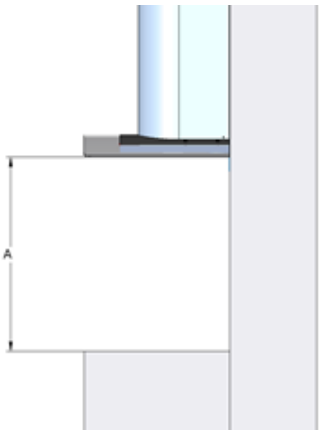

*Рис. 3*
3. Приложите корпус вытяжки к стене, сохраняя минимальное расстояние А (65 см для электрических и 75 см для газовых плит) между нижним краем вытяжки и поверхностью для приготовления пищи на плите (рис. 3).